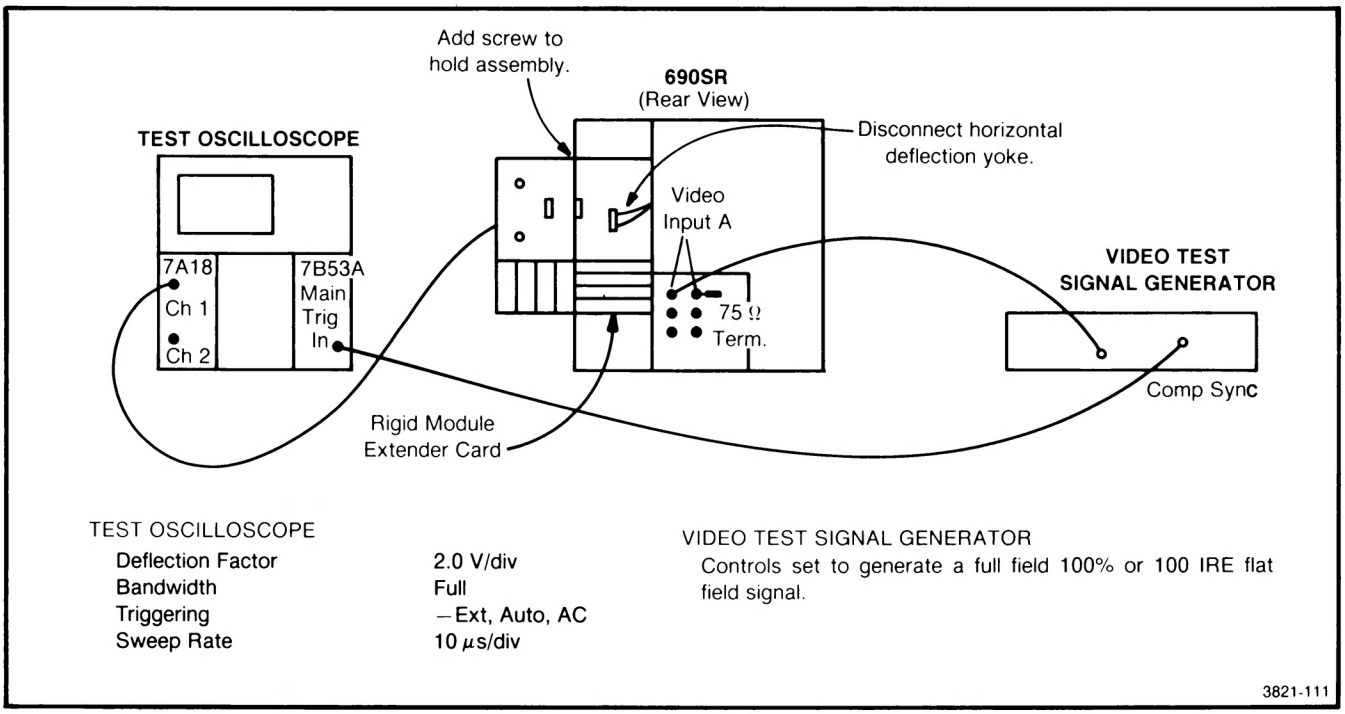

Fig. 9-9. Equipment setup for the Horizontal Deflection board precalibration procedure.
f. Check that the yoke is disconnected from the Horizontal Deflection board. Connect the equipment as shown in Fig. 9-9 and set the POWER switch to ON.